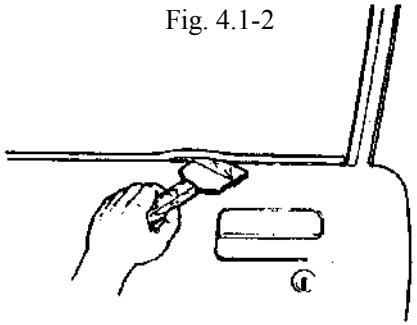

Fig. 4.1-3
6) Front door inner weather strip. The method is to wind down front door glass completely, then use a screwdriver wrapped with tape to pry inner and outer weather strips open, see Fig. 4.1-3.